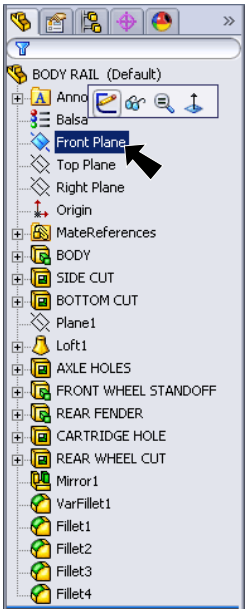

Fig. 141
Step 2. Click **Front Plane** in the Feature Manager and click **Sketch** from the Content toolbar, **Fig. 141**.